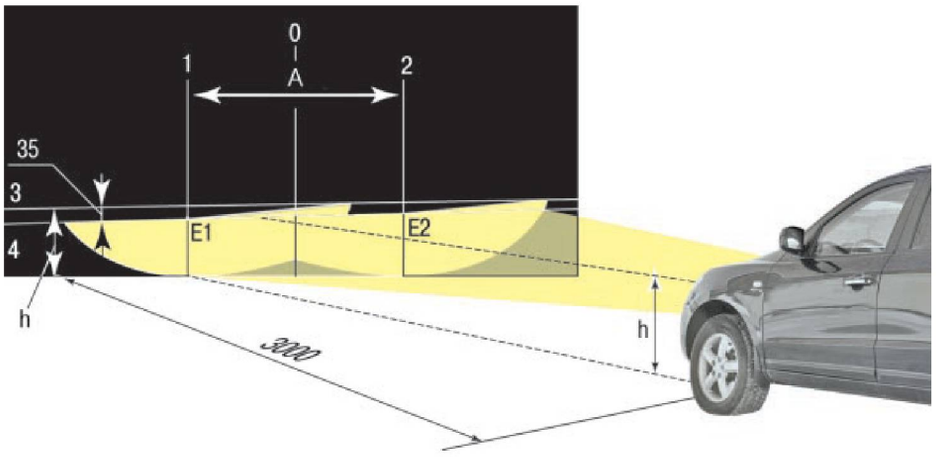

Рис. 10.5. Регулировка света фар
2. Установите автомобиль перпендикулярно гладкой стене (например, в гараже) на расстоянии 3 м. Положите на сиденье водителя груз массой 75 кг. Разметьте на стене экран, как показано на рис. 10.5. Продольная плоскость симметрии автомобиля должна проходить по линии **0** на экране. Вертикальные линии **1** и **2** расположены на равном расстоянии от линии **0**. Расстояние **A** между линиями **1** и **2** должно быть равно расстоянию между центрами ламп ближнего света фар. Качните автомобиль сбоку, чтобы самоустановились пружины подвесок.